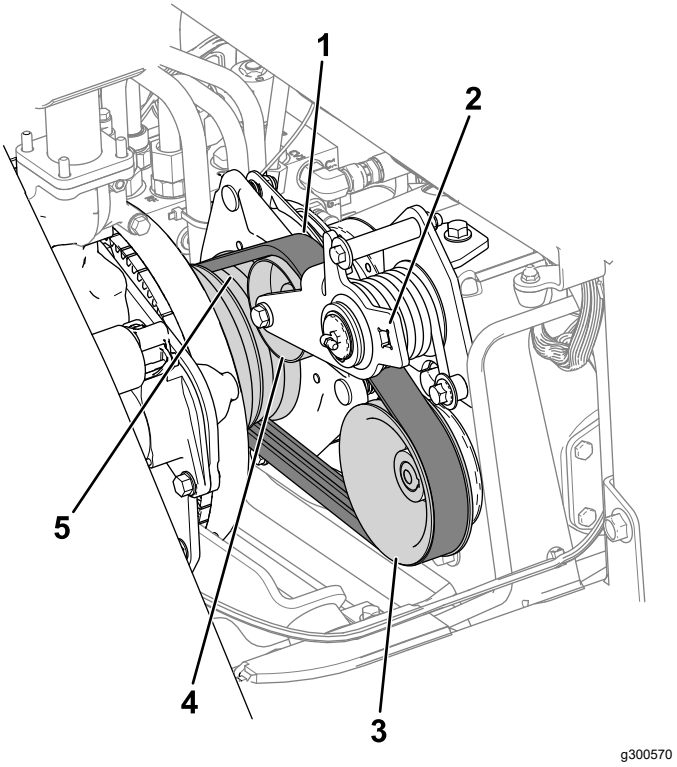

Bild 74
3. Führen Sie den Riemen über die Motorriemenscheibe, die Spannscheibe und der Riemenscheibe der Pumpe (Bild 74).